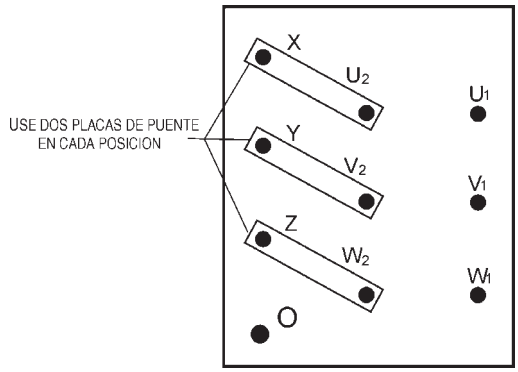

**Figura 25. Tablero de inversión de voltaje configuración 480V**
1. Realizando un puente en el tablero de inversión de voltaje para operación de 480V como se muestra en la Figura 25. Esta configuración usa 6 placas de puente en 3 posiciones diferentes. Recuerde que hay 2 placas de puente en cada posición. Cada placa de puente ***debe*** usarse.
1. Asegúrese que el tablero de inversión de voltaje esta haciendo puente para operación 480V como se muestra en la Figura 25.